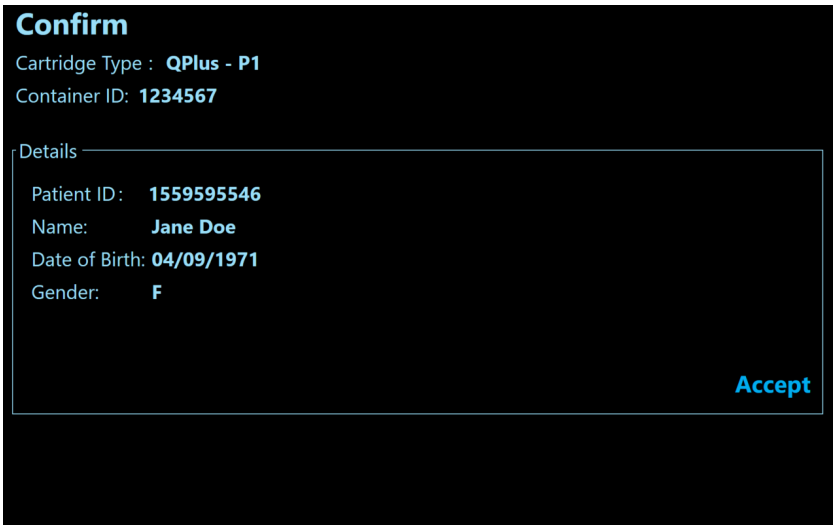

Figure 18. The Test Confirmation Screen
2. Click “Accept” to confirm the Cartridge Type and Container ID (Figure 18).